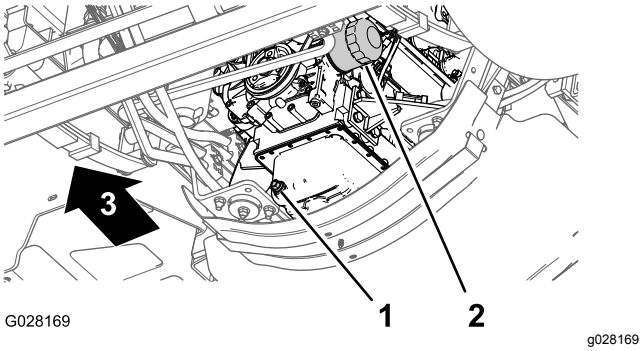

Figur 72
3. Placera ett avtappningskärl under motoroljefiltret (Figur 72).
4. Ta bort det gamla oljefiltret (Figur 72).
8. Montera oljefiltret i filteradaptern och vrid oljefiltret medurs tills dess att gummipackningen vidrör filteradaptern och skruva sedan åt filtret ytterligare ½ varv (Figur 72).
1. Placera ett kärl under avtappningspluggen (Figur 72).
2. Ta bort avtappningspluggen och låt all olja rinna ut (Figur 72).